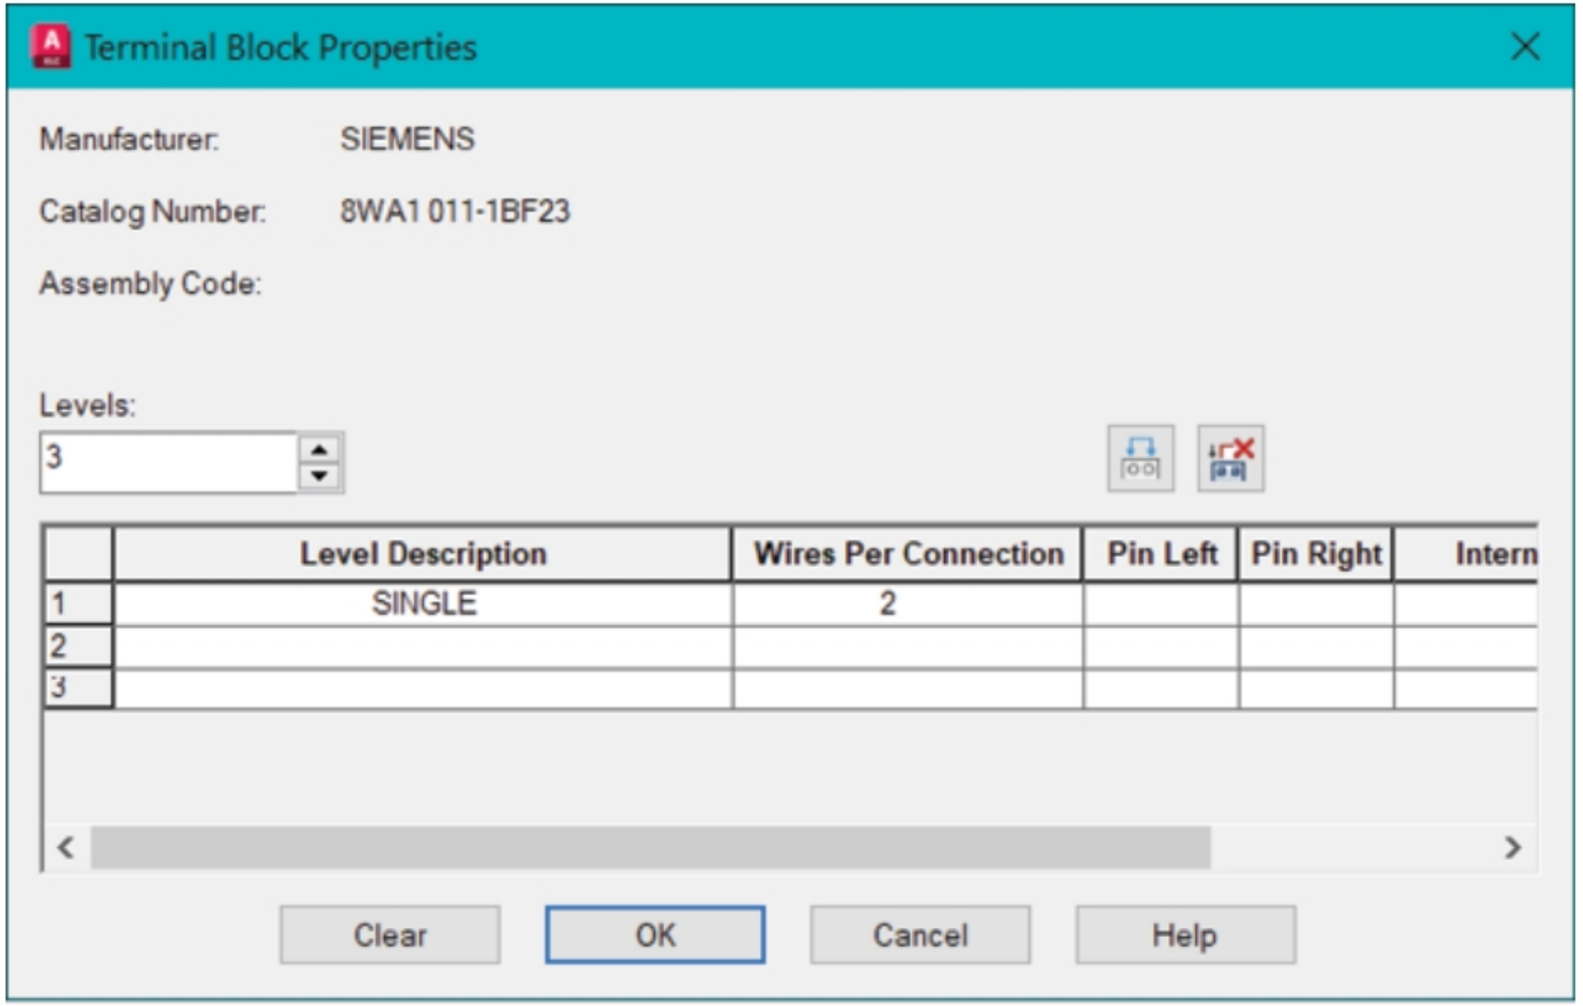

Figure-17. Additional terminal levels
- Select a terminal symbol to use as the master. It is used as the basis for any terminal property definition. Make sure the master terminal has more than one layers selected in the **Terminal Block Properties** dialog box; refer to Figure-17.